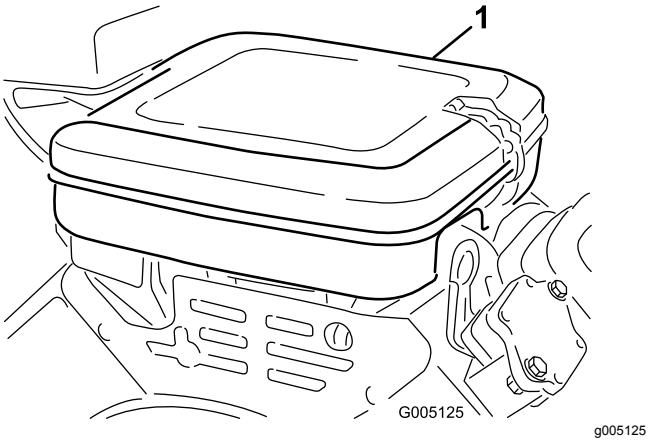

**Figur 44**
1. Ta av låseklemmene, og ta dekslet av luftrenseren (Figur 44). Rengjør dekslet grundig.